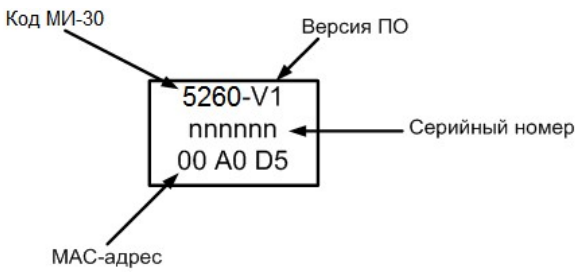

Рисунок 3 – Шильдик
– в поле **«MAC адрес»** введите трехбайтовый MAC-адрес, напечатанный на шильдике (см. Рисунок 3).